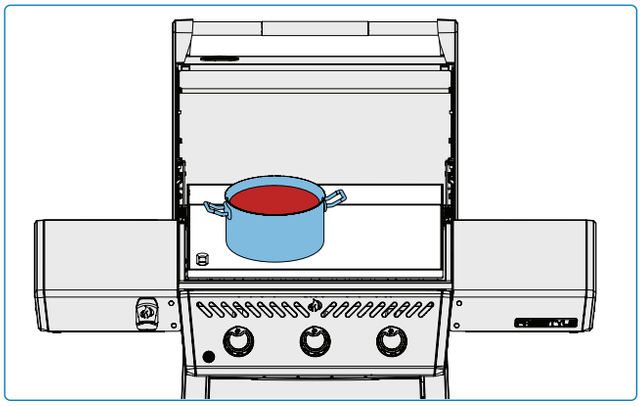

Fig. 10
- Utilisez la plaque de la plancha pour faire fondre ou réchauffer les sauces. Placez les casseroles ou les poêles sur le côté, à feu doux ou moyen. **(Fig. 10).**